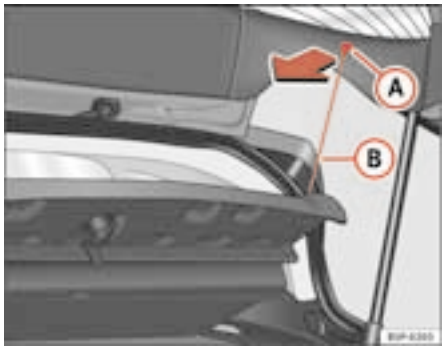

Fig. 119 Luggage compartment cover
– Disengage the loops ⇒ fig. 119 (B) from the retaining pins (A).